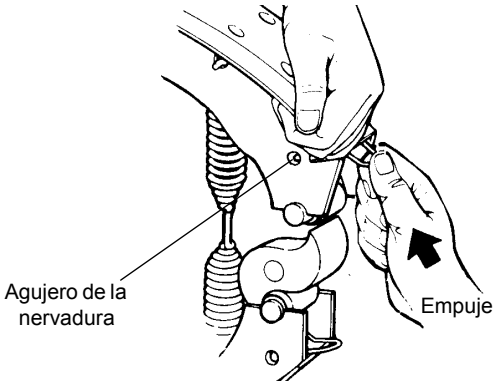

FIGURA 8-49
4. Empuje el retenedor dentro de la zapata de frenos hasta que sus lengüetas se fijen en los agujeros de las nervaduras de la zapata (vea la Figura 8-49).